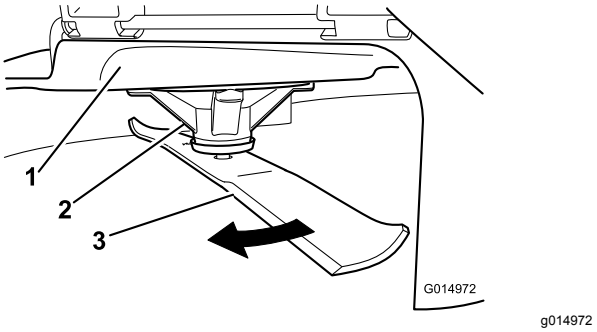

Figuur 103
2. Trek dikke handschoenen of andere adequate handbescherming aan en draai langzaam het mes in een stand die meting mogelijk maakt van de afstand tussen de maairand en het egale oppervlak waarop de machine staat (Figuur 103).